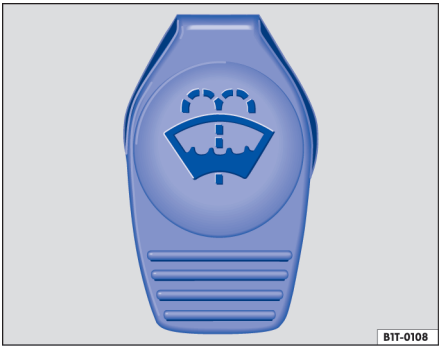

Fig. 124 No compartimento do motor: tampa do reservatório de água dos lavadores dos vidros.
– O reservatório de água dos lavadores dos vidros pode ser reconhecido pelo símbolo na tampa → Fig. 124.